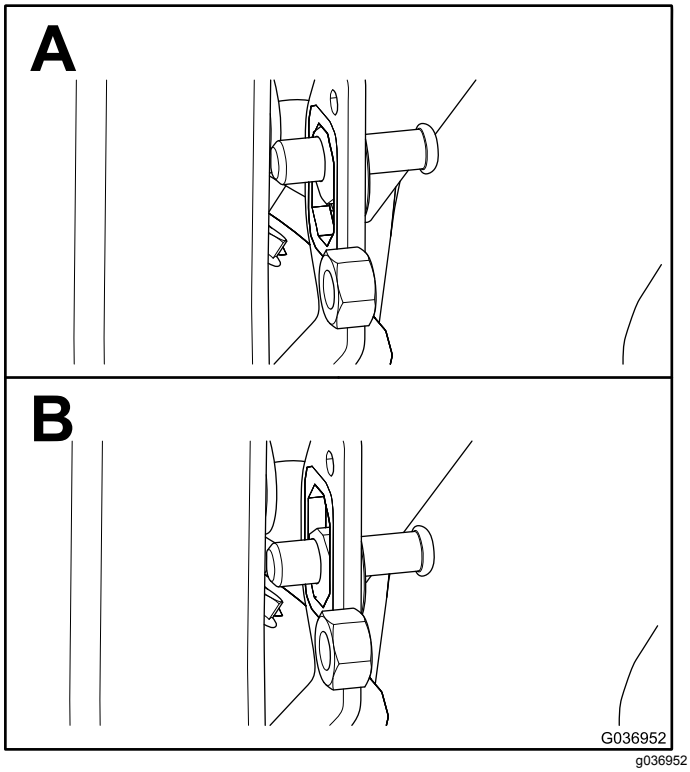

Bild 4
1. Zentrieren Sie den Arretierbolzen in der Befestigungshalterung für den Arretierbolzen auf der Schiene (Bild 4).
4. Ziehen Sie die Klemmmutter an, wenn der Arretierbolzen 1,9 cm bis 2,2 cm erreicht, wie in Bild 4 abgebildet.